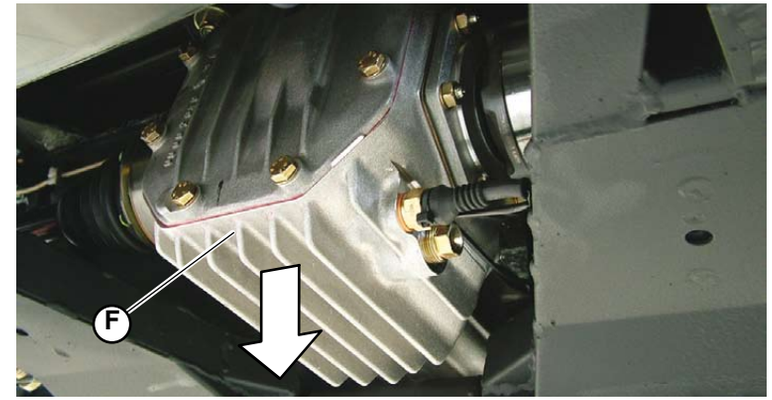

Fig.5
6. With the help of a support, remove the front differential (**F-Fig.5**).